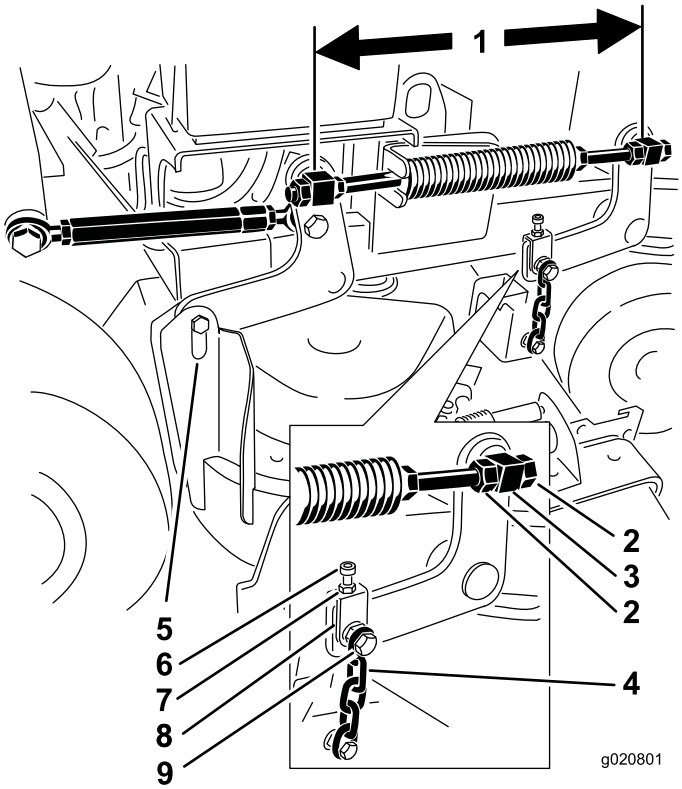

**Figur 82**
6. Kontroller avstanden mellom svivelmutrene ved å måle på midten av mutrene (lengde fra midten-til-midten) på hver gjengestang. Påse at lengden er 49,5 cm for 91 cm klippeenheter, og 43,7 cm for 102 cm klippeenheter (Figur 82).
11. Hvis det er nødvendig med justering, kan du løsne den øvre kjedebolten (Figur 82).
6. Løsne de øvre kjedeboltene (Figur 82).